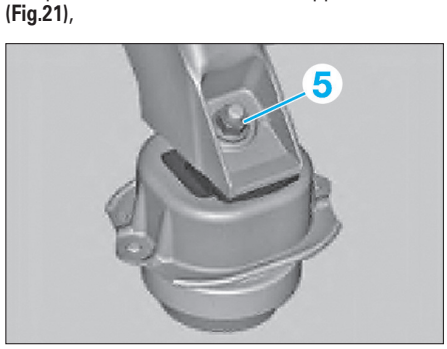

Fig. 21
- déposer les écrous (5) des supports moteur **(Fig.21)**,